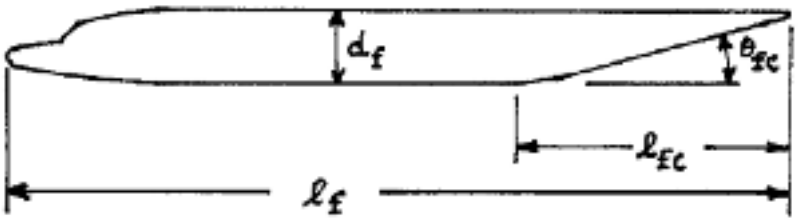

Figure 4.1 Definition of Geometric Fuselage Parameters
*Tailcone as defined by Figure 4.1 not easily defined